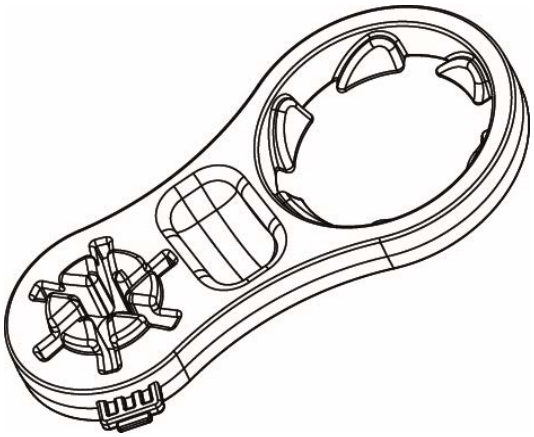

Abbildung 6
3. Mithilfe einer Zange die Kartusche des Rückschlagventils ohne zu Drehen abziehen, indem an der vorbereiteten Brücke angesetzt wird (Abb.6): Dieser Vorgang könnte eine gewisse Kraft erfordern;